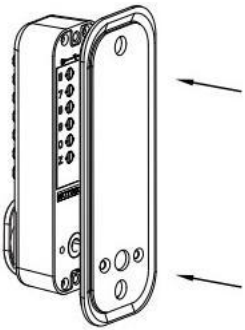

FIG7A
1) Installation sur porte de 35 à 42 mm d'épaisseur : insérer le coussinet en caoutchouc (voir Fig. 7A).